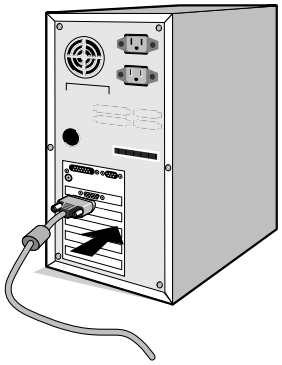

**Figura A.1**
2. **Para PC con salida analógica:** conecte el cable de señal del mini D-SUB de 15 clavijas conectado al monitor al conector de la tarjeta de visualización de su sistema (**figura A.1**). Apriete todos los tornillos.